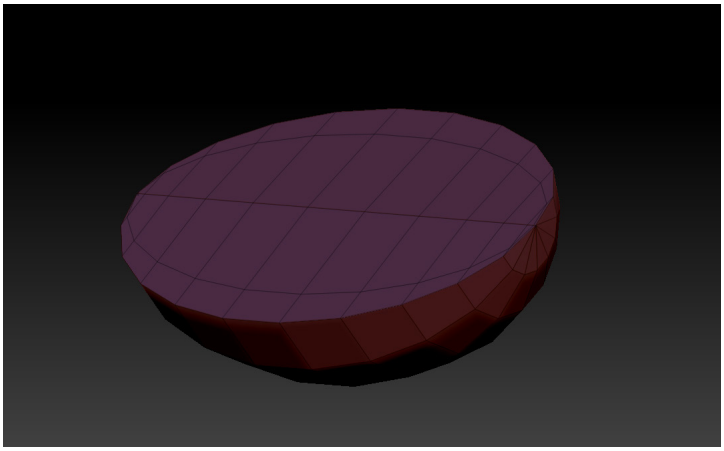

Figure 3-116 *The edge loop created*
3. Hover the cursor over the edge and click; the edge loop is created, as shown in Figure 3-116.